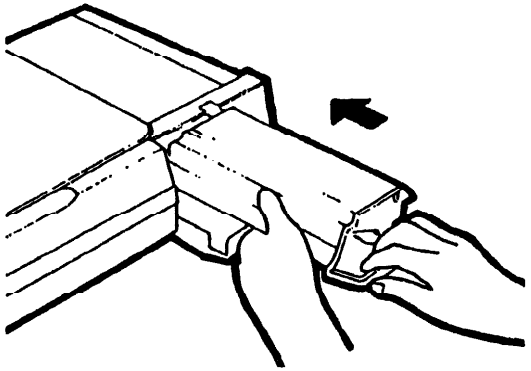

Рис. 3. Повторная установка картриджа тонера
1. (Рис. 3): Продвинуть картридж тонера в отсек аппарата до щелчка.